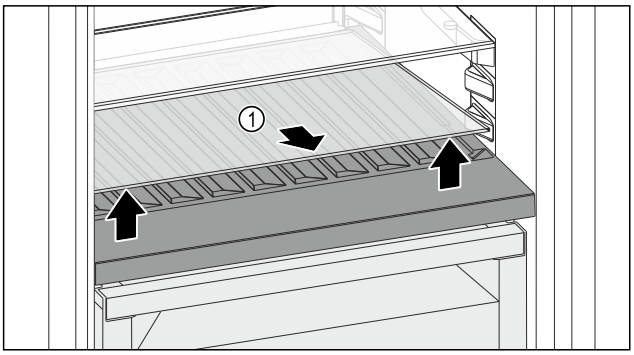

Fig. 124
- ▶ Levante la placa de vidrio *Fig. 124 (1)* por la entalladura de la parte delantera y retírela.
- ▶ Guarde la placa de vidrio *Fig. 124 (1)* de forma segura fuera del electrodoméstico.